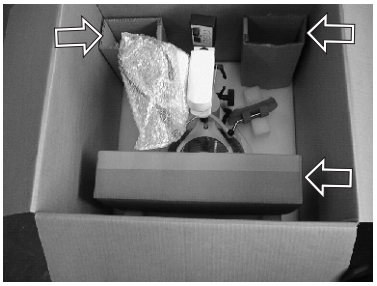

Fig. 2
- Extraiga las cajas con los accesorios (fig. 2).